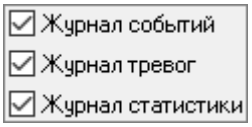

Рисунок 4-45 Выбор журналов, из которых требуется удалить данные
– выбрать журналы, из которых требуется удалить данные (см. Рисунок 4-45). Если одновременно с удалением записей журнала событий и/или журнала тревог необходимо